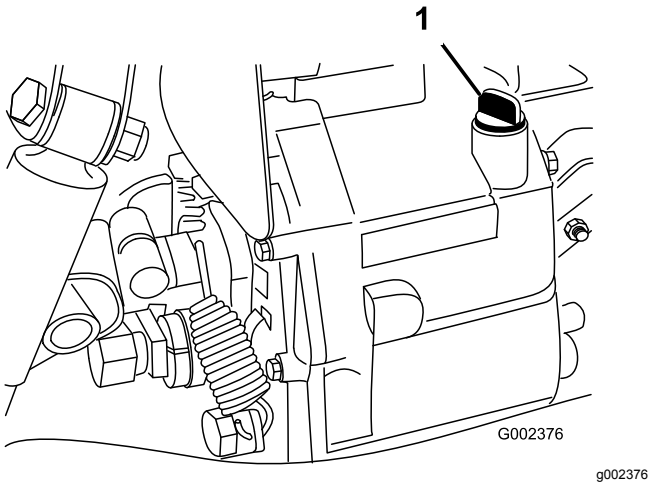

Bild 68
4. Reinigen Sie den Bereich um den Peilstab (Bild 68).